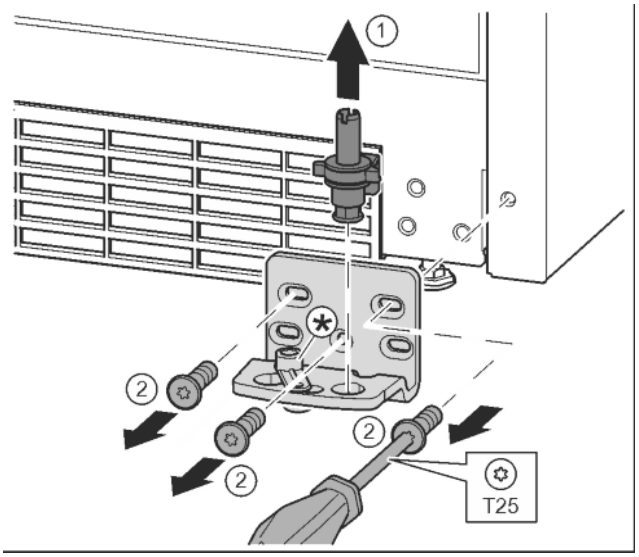

Fig. 15
- ▶ Lift the bearing bolts upwards and remove. *Fig. 15 (1)*
- ▶ Undo the screws with a T25 screwdriver and remove the mounting block. *Fig. 15 (2)*